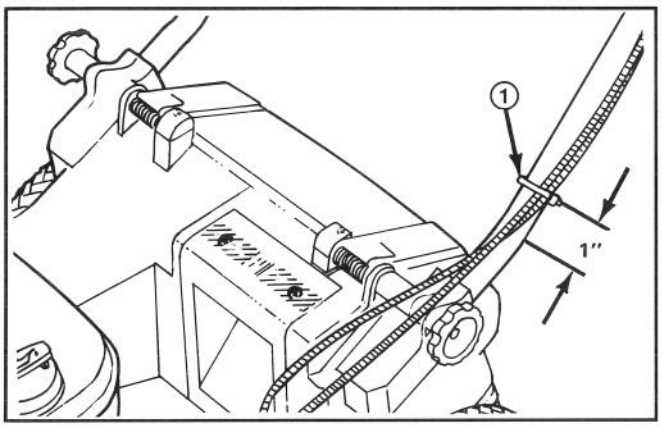

**Abbildung 4**
**7.** Befestigen Sie das/die Kabel mit der Kabelklemme unten an der linken Griffstange (Abb. 4). Die Kabelklemme sollte etwa 25 mm vom Stangenknick entfernt angebracht werden. Den richtigen Kabelverlauf finden Sie in Abb. 4.